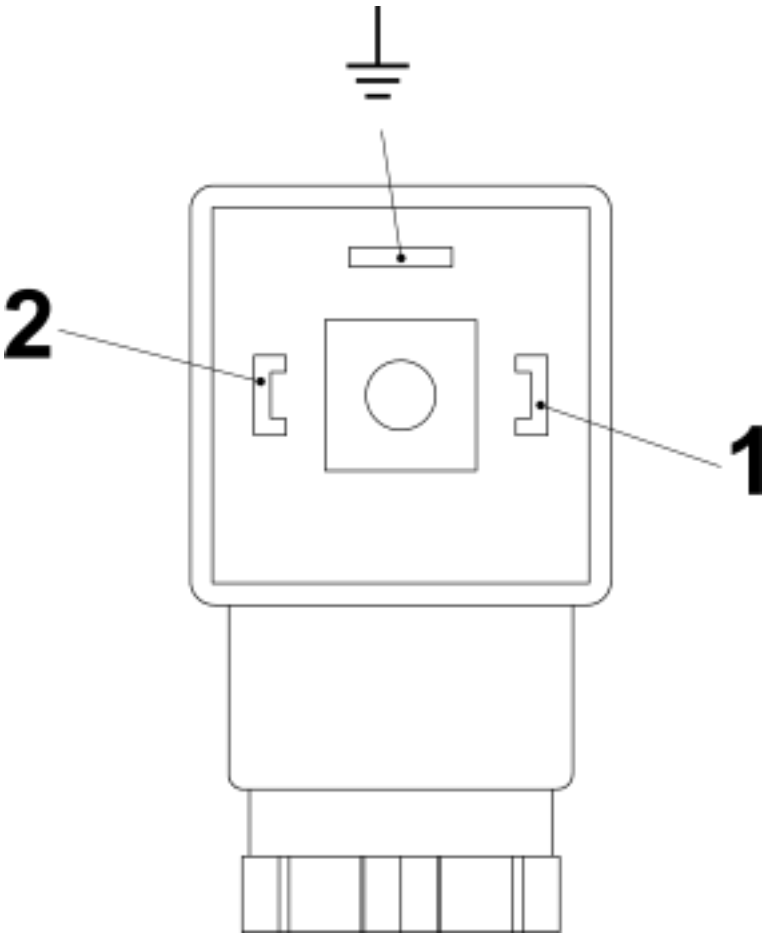
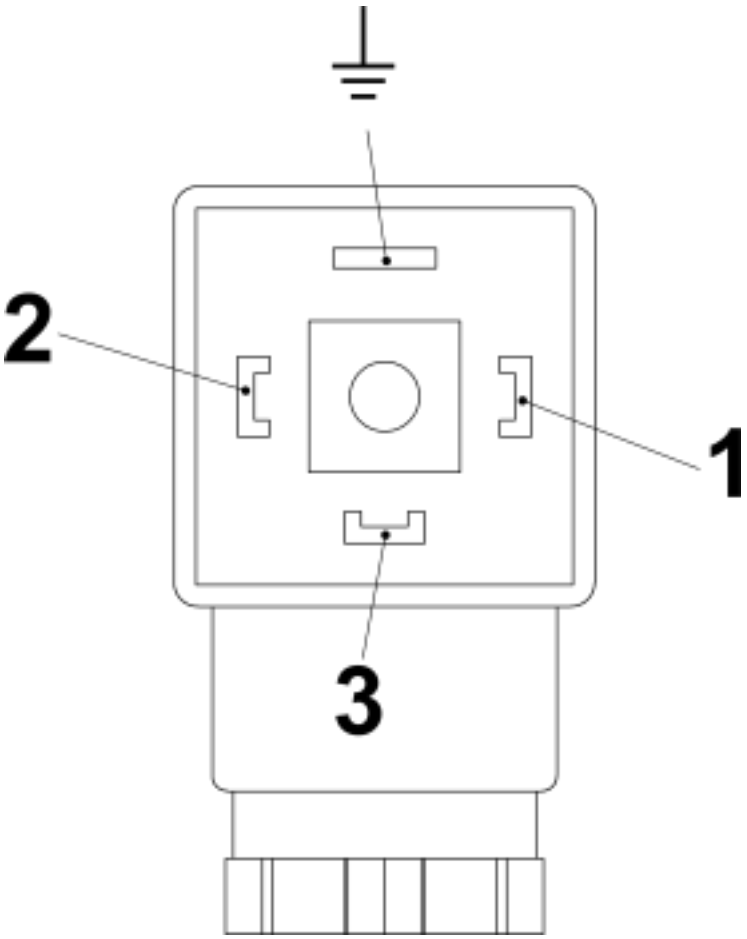

Fig. 31: Pin assignment, plug socket, normally-open contact (SG-30 with connector in compliance with EN175301-803)
Fig. 32: Pin assignment, plug socket, change over contact (SG-30 with connector in compliance with EN175301-803)
6. Make the connections as shown in the connecting diagram (*Fig. 31* und *Fig. 32*)